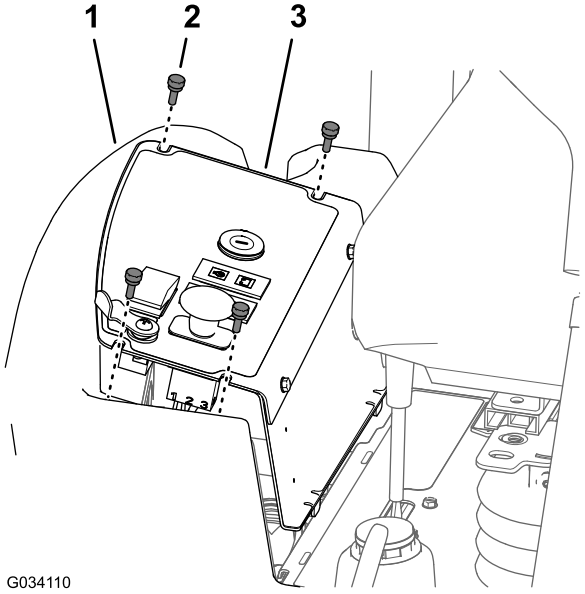

Figuur 57
1. Verwijder de 4 schroeven waarmee bedieningspaneel op de brandstoftank bevestigd is (Figuur 57).
2. Til het bedieningspaneel op (Figuur 57).
3. Lijn de sleuven aan de bovenkant van het bedieningspaneel uit met de gaten in de flens van de brandstoftank (Figuur 57).
4. Bevestig het bedieningspaneel op de flens van de brandstoftank met de 4 duimschroeven (Figuur 57) die u in stap 1 van Verwijderen van het bedieningspaneel (bladz. 46) verwijderd hebt.